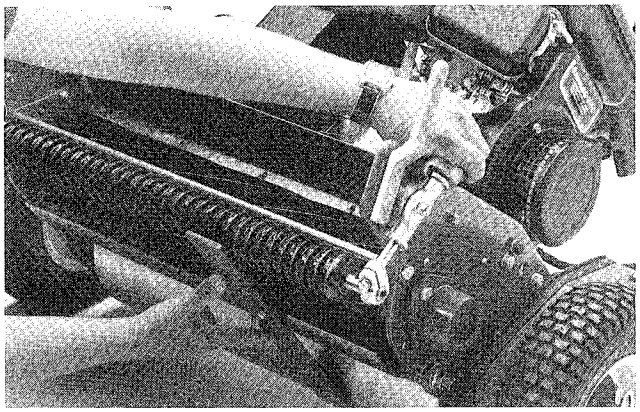

**Figure 11**
4. Hook screw head on cutting edge of bedknife and rest rear end of bar on rear roller (Fig. 11).